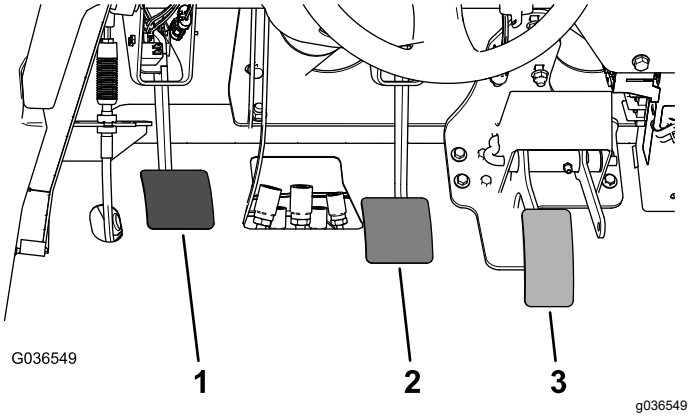

Figur 61
2. Løft op i bremsepedalen (Figur 61), indtil den berører stellet.
3. Løsn kontramøtrikkerne, der fastgør gaflen til hovedcylinderakslen (Figur 61).